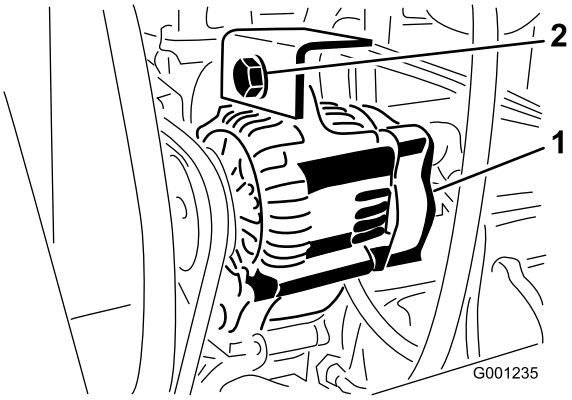

Figur 77
2. Løsn monteringsbolten til generatoren (Figur 77)
3. Øg eller mindsk generatorremmens stramhed, og spænd monteringsbolten (Figur 77).